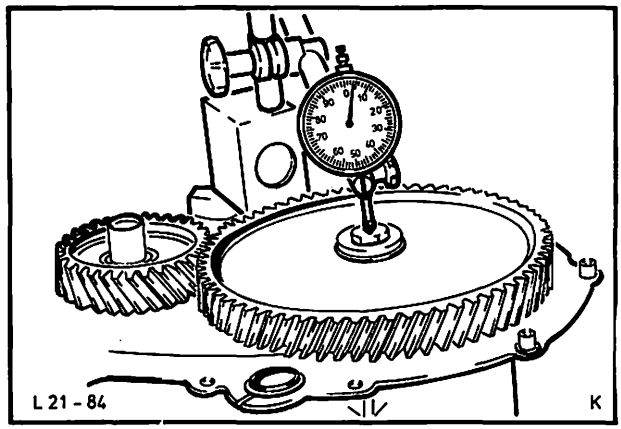

Abb. 117 Axialspiel – Nockenwelle prüfen
45. Axialspiel der Nockenwelle mit einer handelsüblichen Tastuhr prüfen, Abb. 117, dann an vier Stellen des Zahnrades das Zahnflankenspiel messen (siehe Technische Daten.)